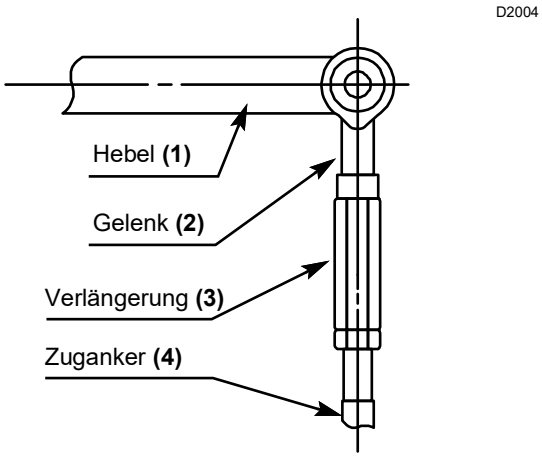

Abb. 27
- ➤ Das Gelenk 2)(Abb. 27) des Hebel 1) lösen.